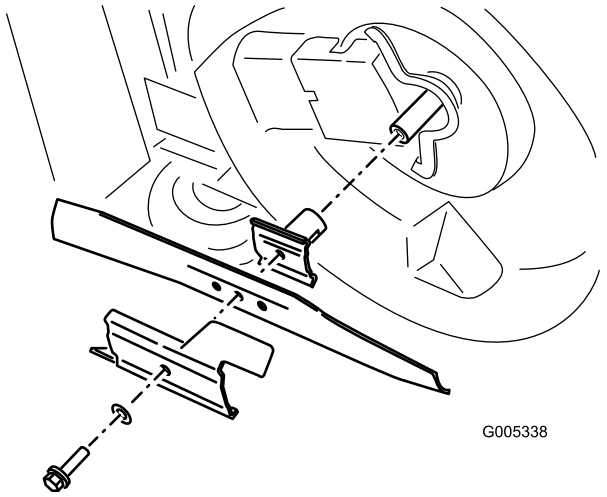

Figuur 28
4. Kantel de maaimachine altijd op de zijkant met het luchtfilter naar boven (Figuur 28).
Pak het uiteinde van het mes vast met een lap of een dikke handschoen. Verwijder de mesbout, de versneller en het mes (Figuur 28).